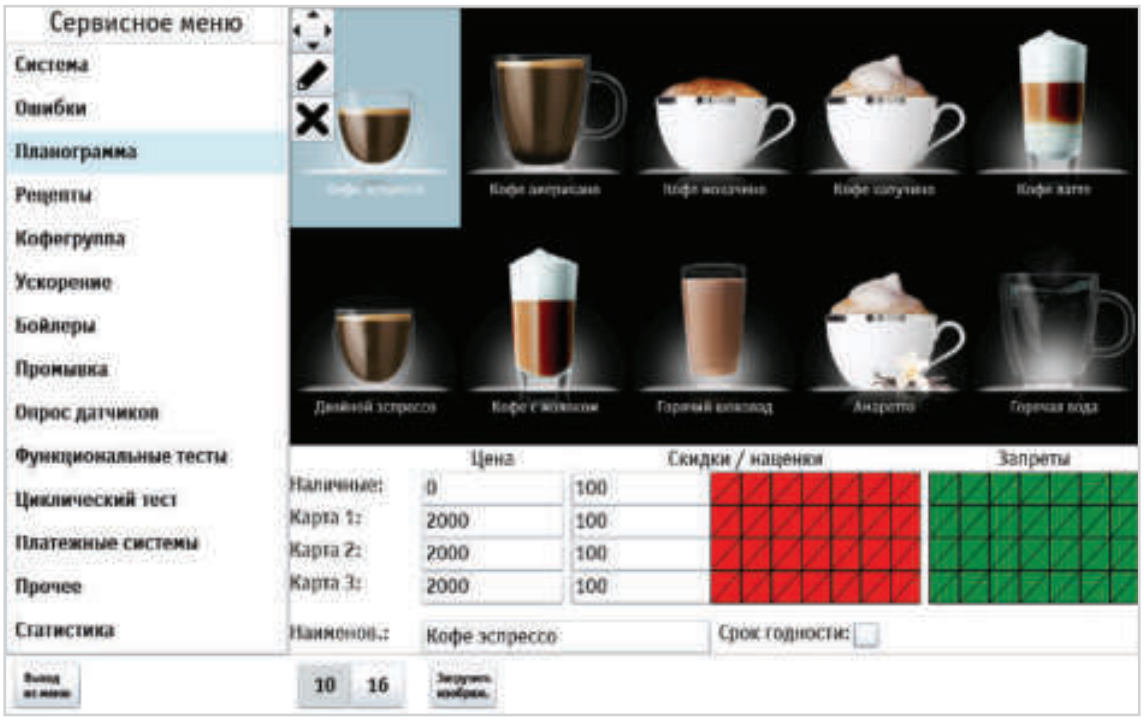

Рисунок 9.12.3 - Планограмма (Изменение изображения)
1. После выбора в планограмме напитка, появятся кнопки настройки напитка (см.рис. 9.12.3).
1. Выберите в планограмме напиток, картинку которого хотите отредактировать (см.рис.9.12.3).
2. Затем коснитесь пальцем кнопки **(2-карандаш)** (см.рис.9.12.3 и 9.12.4).